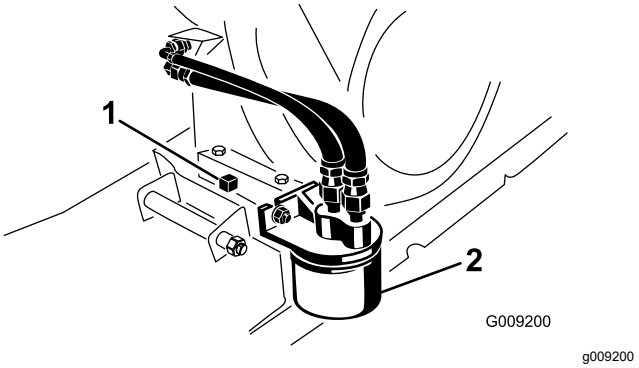

Figur 33
6. Placera ett avtappningskärl under avtappningspluggen (Figur 33).
7. Ta bort avtappningspluggen och förslutningen (Figur 33).
2. Avlägsna det befintliga oljefiltret (Figur 33).
4. Skruva fast det nya filtret på filteradaptern tills packningen vidrör fästplattan och dra sedan åt filtret ytterligare ½ till ¾ varv (Figur 33).